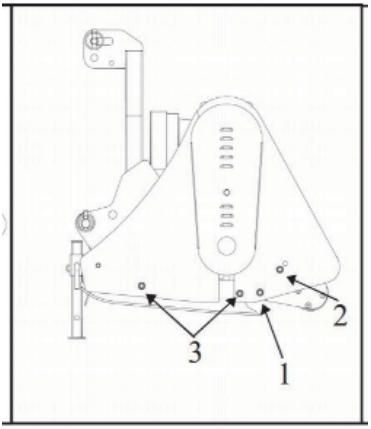

Рис. 6. Регулировка высоты скашивания
Косилка приспособлена для работы в нормальном положении при высоте среза, равной 30 мм. Для регулировки высоты среза используются винты крепления вала и винты крепления опорных полозьев. Чтобы отрегулировать высоту среза, отпустите винт (1) и выкрутите винты (2) и (3) с обеих сторон (рис. 6).